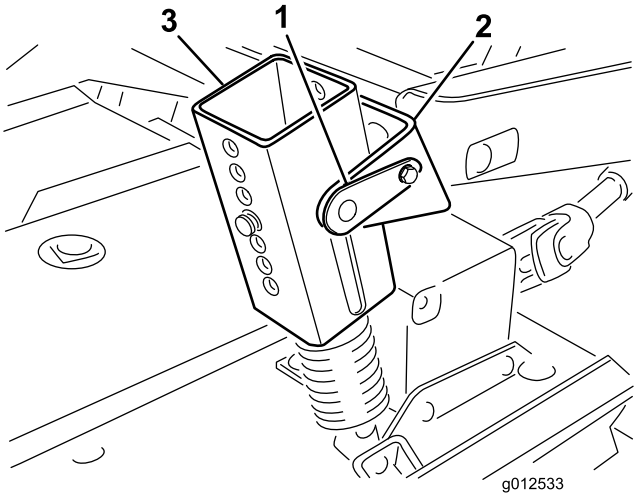

Figure 1
2. Sur les groupes de déplacement série 200 seulement, détachez le ressort d'équilibrage du groupe de déplacement, retirez les goupilles de verrouillage des supports, séparez les ensembles de tension de ressort des supports et placez-les sur le plateau. Fixez légèrement les goupilles de blocage sur les supports pour ne pas les perdre (Figure 1).